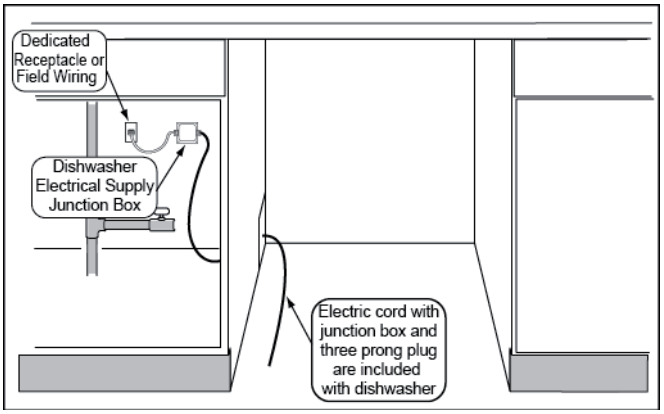

Figure 5
The dishwasher electrical supply junction box (L) and dedicated receptacle must be mounted in an accessible cabinet adjacent to the dishwasher (do not mount the junction box or receptacle behind the dishwasher). You will need a 43/4″ x 23/8″ (120 x 60 mm) opening through the cabinet in order to pass the junction box through (see **Figure 5**). If the opening is made through wood, sand it smooth. If the opening is made through metal, use the included edge protector (G) or other approved method to protect wiring from damage. Use the four screws included (or appropriate fastener) in the parts bag to securely mount the junction box so that it can be easily accessed (see **Figure 5**). The electrical supply can be connected in two ways: